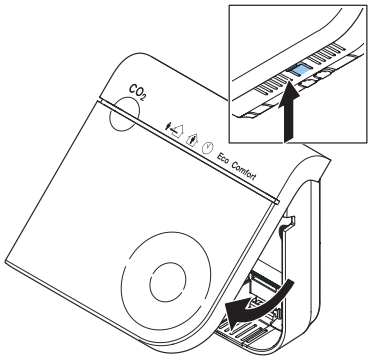

Rys. 42 - Otwórz osłonę bezpieczeństwa
1. Wciśnij zaczep i zdejmij górną część z części dolnej (Rys. 42).